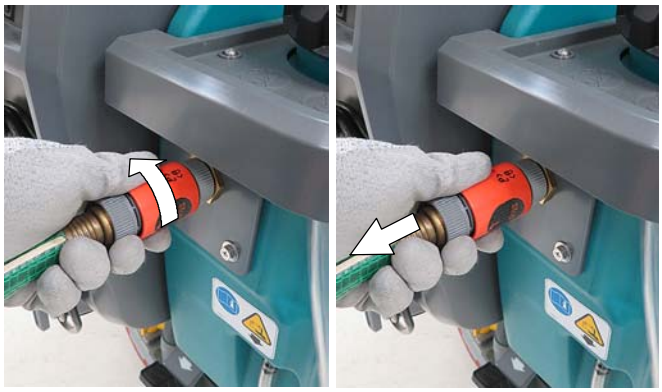

FIG. 27
6. Turn collar on coupler counter-clockwise to unlock connection. Then simply pull back on coupler to disconnect hose from machine (Figure 27).